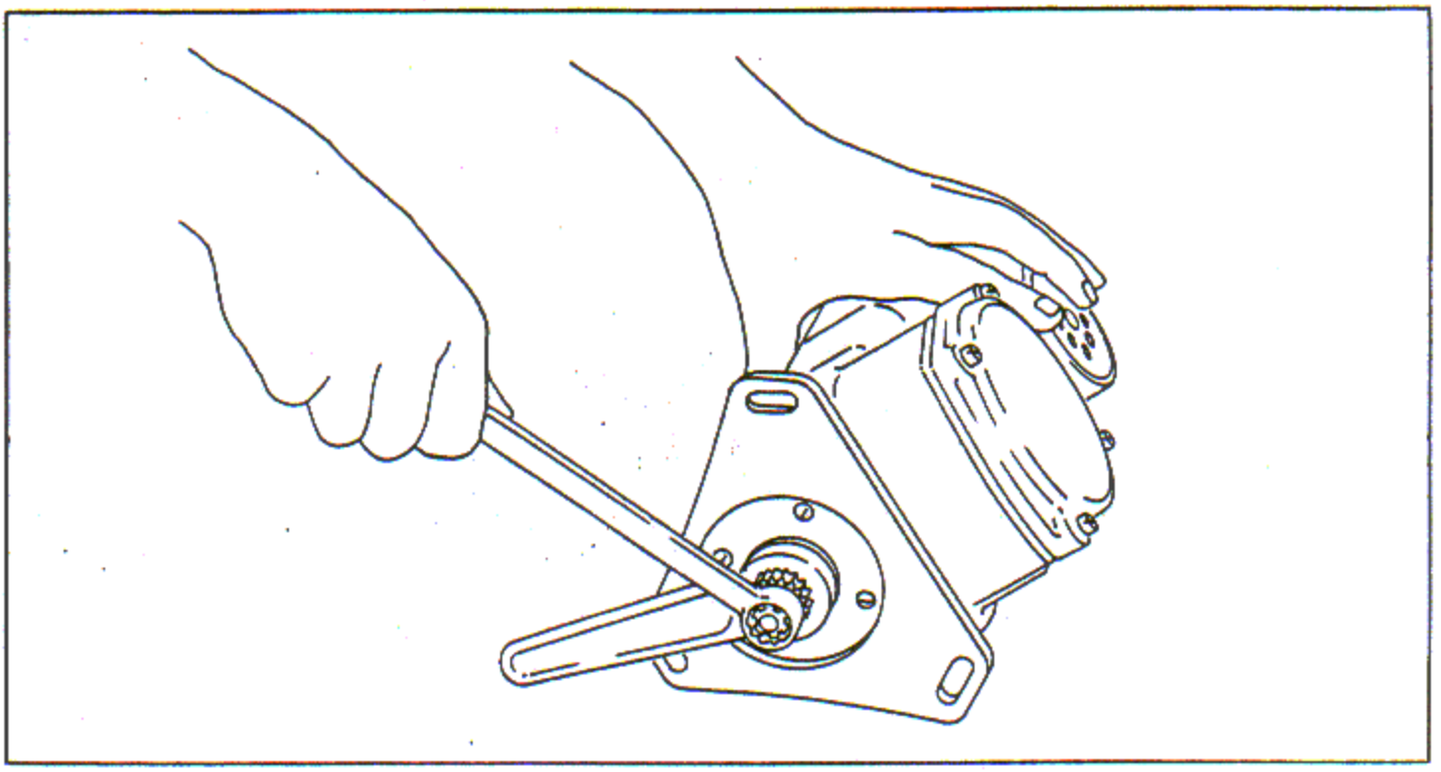

Figure 8-28. Removing Magneto Drive Shaft Coupling Nut
o. If breaker point action is still not satisfactory, remove the magneto from the engine and remove the cotter pin from the drive shaft coupling. Using wrench on the splines, remove the coupling nut. See figure 8-28. Remove the coupling and reinstall it one spline in advance of its original position. Reinstall the nut finger tight. Repeat the check for breaker point action. If necessary, continue shifting the coupling one spline at a time until proper breaker point action is obtained. When proper breaker point action is obtained, tighten and torque the coupling nut to 120-240 inch-pounds and install a cotter pin.